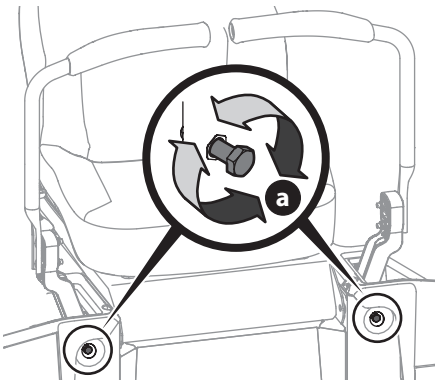

Fig. 40
2. Localisez les boulons de réglage de la butée du levier de commande de transmission des barres de conduite (a) situés à l'avant du châssis du siège (Fig. 40).
3. Pour diminuer la vitesse en marche avant, tournez les boulons de réglage de la butée du levier de commande de transmission des barres de conduite (a) dans le sens des aiguilles d'une montre. Pour augmenter la vitesse en marche avant, tournez les boulons de réglage de la butée du levier de commande de transmission des barres de conduite (a) en sens inverse des aiguilles d'une montre. Tournez les boulons de réglage de la butée du levier de commande de transmission des barres de conduite (a) dans la direction requise de 1⁄4 tours à la fois. Après avoir tourné les boulons de réglage de la butée du levier de commande de transmission des barres de conduite (a), vérifiez le réglage en conduisant le tracteur (Fig. 40).